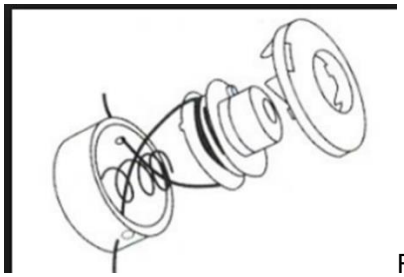

Rys. 26
6. Nałóż szpulę na oś kosy. Wciśnij pokrywę szpuli na obudowę głowicy (Rys. 26).